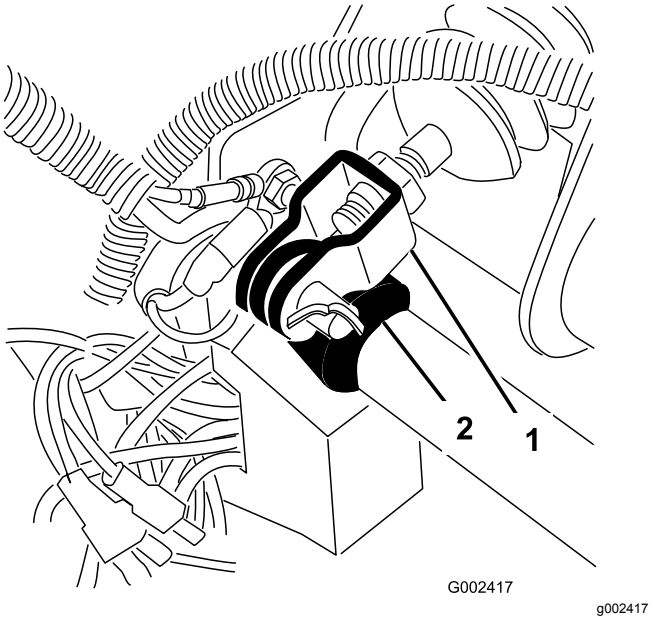

Rysunek 65
1. Wyjmij zawleczkę i sworzeń łącznika mocujący główne jarzmo siłownika do obrotowego mocowania pedału hamulca (Rysunek 65).